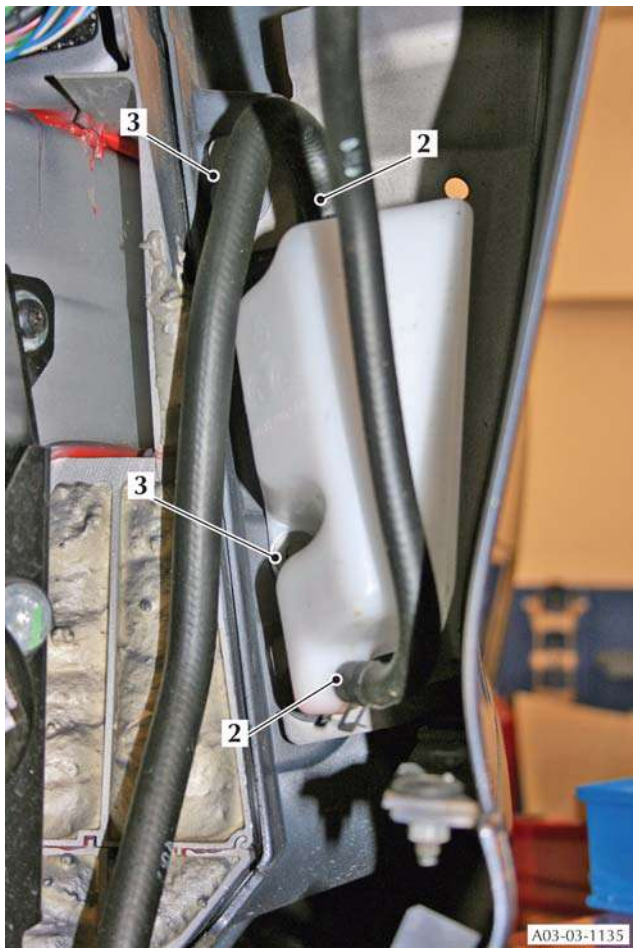

Figure 1
8. Release the clip that attaches each of the two hoses (2) to the recovery tank and release the hoses (refer to Figure 1).